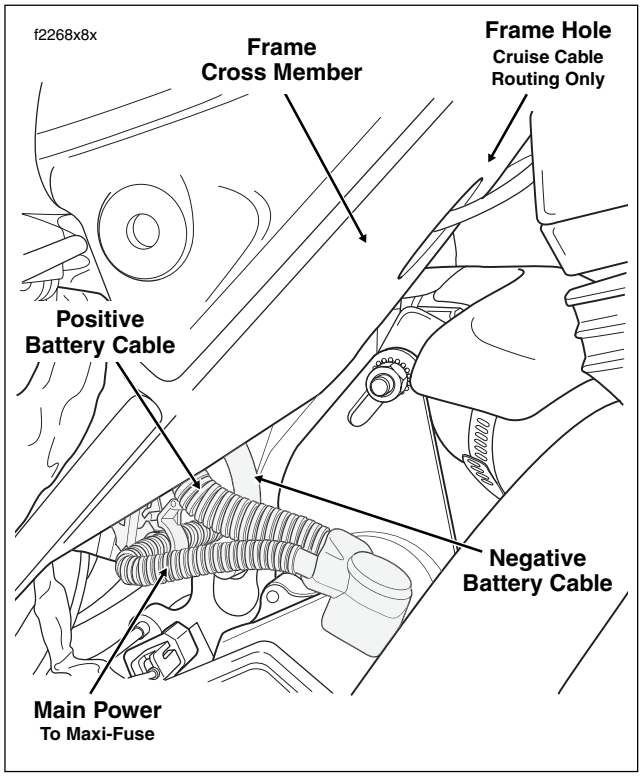

Figure 5-3. Battery Cable Routing (Right Side View)
7. Pull back rubber boot and remove flange nut from starter post. Remove main power and battery positive cable ring terminals from starter post. See Figure 5-3.
7. Install battery positive and main power cable ring terminals onto starter post. Install flange nut and tighten to 70-90 **in-lbs** (7.9-10.2 Nm). Pull down rubber boot over terminal connections on starter post. See Figure 5-3.